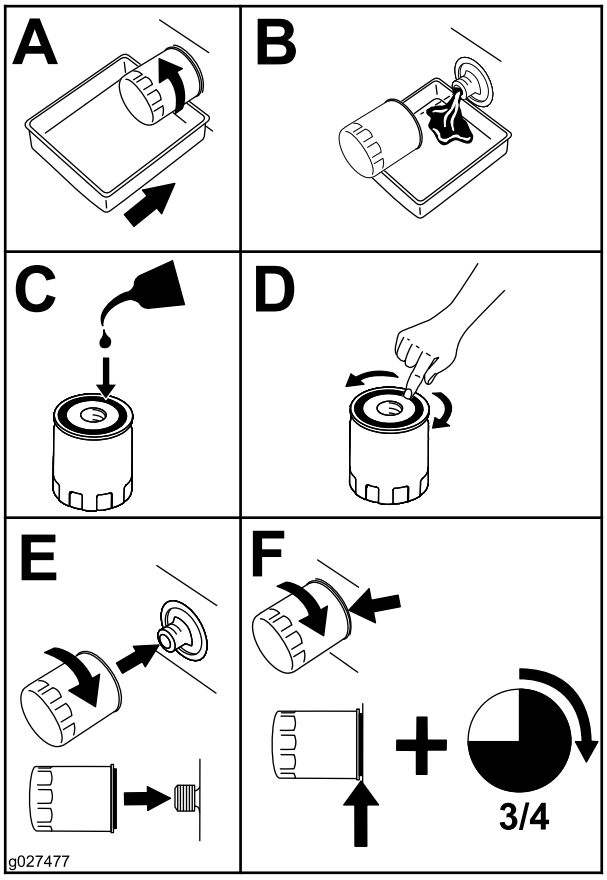

Figur 42
2. Byt motoroljefiltret (Figur 42).